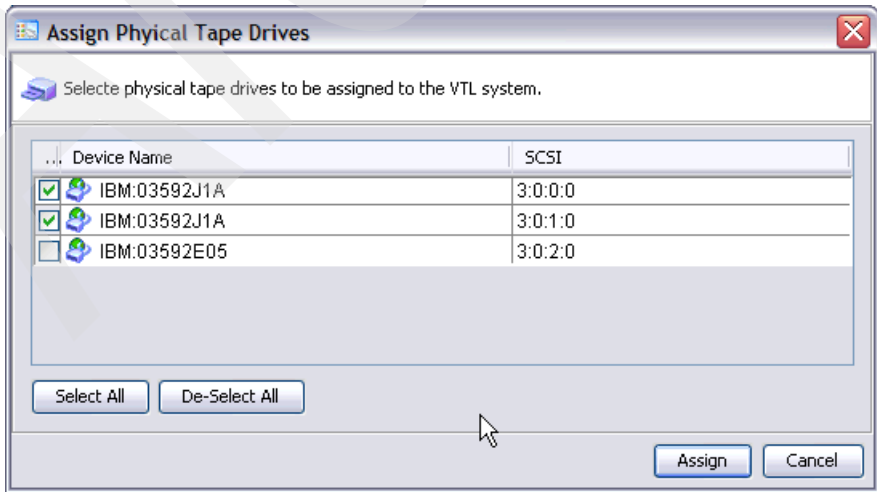

Figure 4-15 Assign Physical Tape Drives window
b. In the Assign Physical Tape Drives window (Figure 4-15), select the tape drives you want to use. In our example, we select both 3592-J1A Tape Drives. Click **Assign**. Then both tape drives are allocated to the tape library.